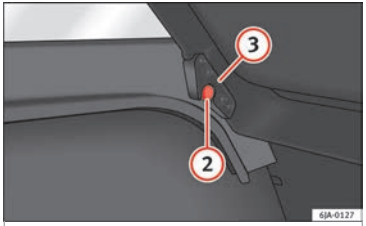

Fig. 83 Remove the shelf.
– Adjust the shelf supports (3) ››› **Fig. 83** to fit the supports (2) in the trim.
– Attach the straps (1) to the tray.
- **The shelf supports (3) ››› Fig. 83 must be securely in place in the trim supports (2).**